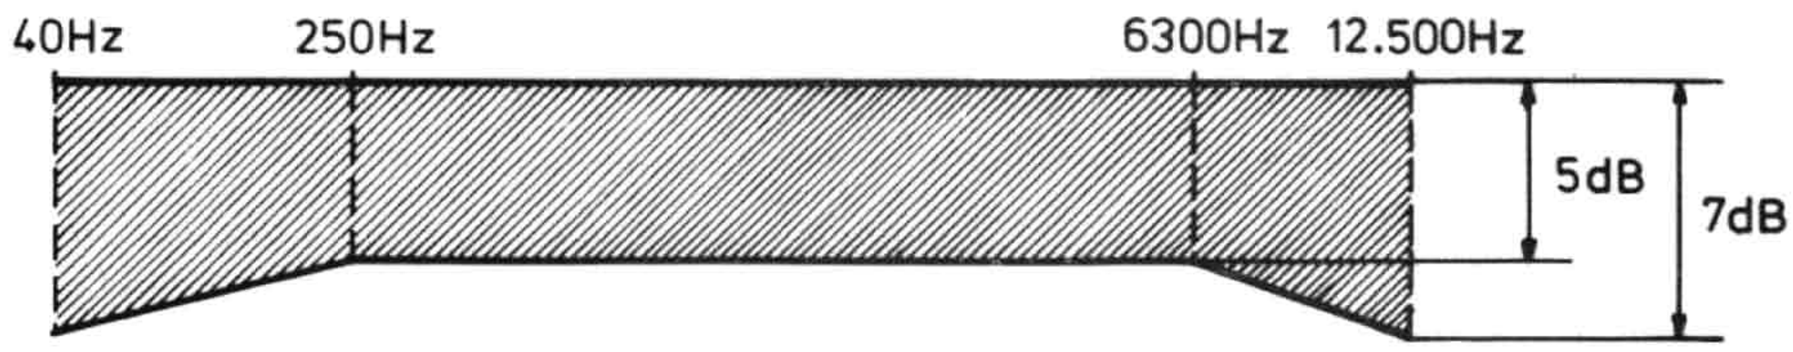

Fig. 5
- Bij het afspelen van testcassette TC-QFR moeten de frekwenties tussen 40 Hz en 12.500 Hz binnen de grafiek van fig. 5 liggen (SK-P in stand CrO2-AUTOMATIC).